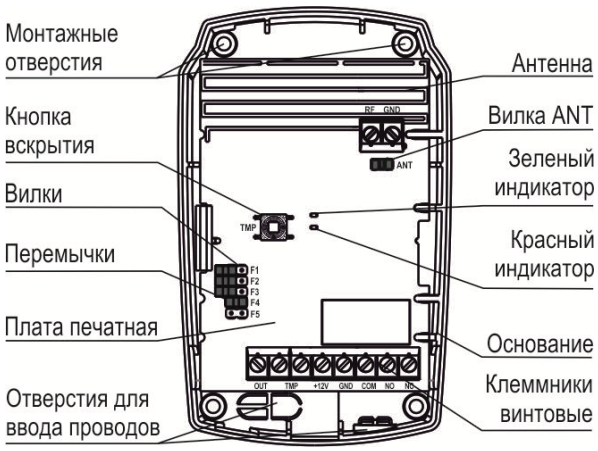

Рисунок 2
4.1 Конструктивно РПУ выполнено в виде блока, состоящего из основания и съемной крышки. Внутри блока смонтирована печатная плата с радиоэлементами и встроенной антенной (рисунок 2).